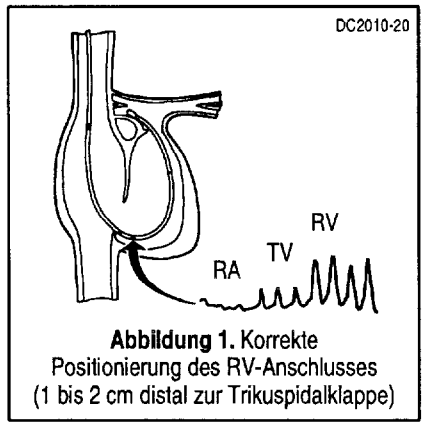

Abbildung 1. Korrekte Positionierung des RV-Anschlusses (1 bis 2 cm distal zur Trikuspidalklappe)
2. Schließen Sie das RV-Lumen des Katheters an einen Druckwandler an, und stellen Sie sicher, daß der RV-Anschluß korrekt positioniert ist (1 bis 2 cm distal zur Trikuspidalklappe) (Abb. 1). Um eine Bewegung des Katheters zu verhindern, fixieren Sie ihn an der Einführungsstelle.